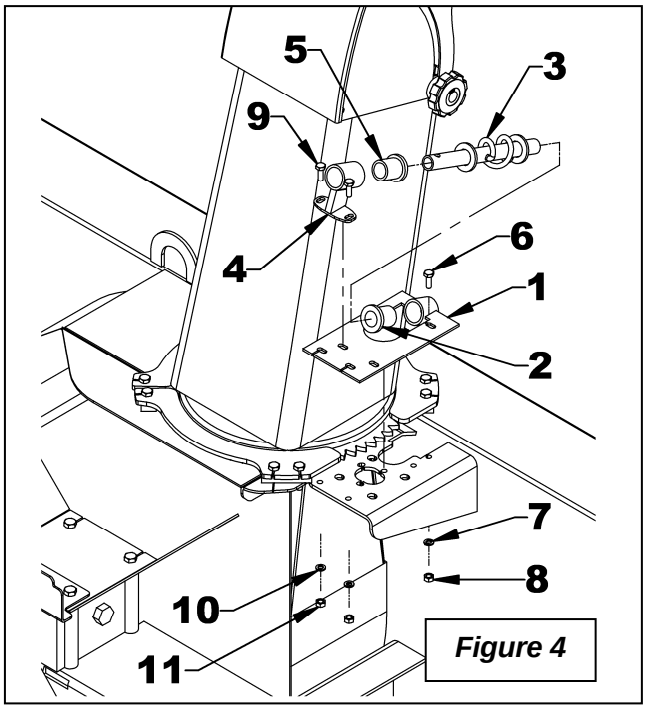

*Figure 4*
2. **Figure 4:** Install the rotation tube support (item 1) on the chute base. Secure using a 1/4"NC x 3/4" bolt, a 1/4" lockwasher and a 1/4"NC nut (items 6-7-8). Do not tighten.
3. **Figure 4:** Insert a 1 5/16" plastic bushing (item 2) in the rotation tube support (item 1), then insert the rotation worm (item 3).
4. **Figure 4:** Insert the other 1 5/16" plastic bushing (item 5) in the rotation worm support (item 4), and then slide on the rotation worm. Secure with two 1/4"NC x 3/4" bolts and 1/4"NC nuts (items 9-10-11). Do not tighten.